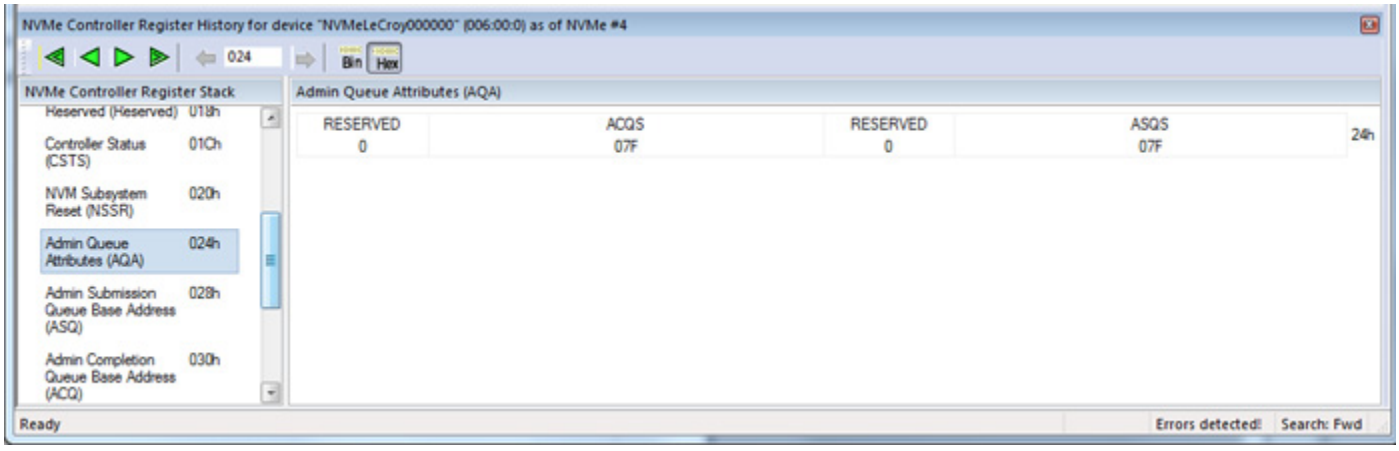

Figure 6.66: NVMe Controller Registers: Admin Queue Attributes (AQA) 024h Displayed
6. As an example you could click on the Next NVMe arrow and the Admin Queue Attributes would be displayed (see Figure 6.66).